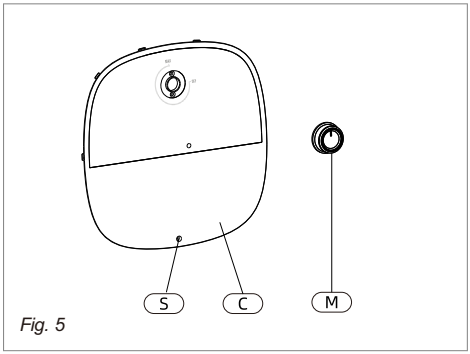

Fig. 5
La température de l'eau chaude est réglée en tournant le bouton M (Fig. 5) situé sur le couvercle avant. La plage de température est comprise entre 55 et 145 °F.
- Retirez le joint en caoutchouc qui recouvre la vis Phillips (Fig. 5, [S]), et dévissez la vis Phillips.
- Le couvercle (Fig. 5, [C]) peut maintenant être retiré en le faisant légèrement pivoter. Lors du remontage, procédez dans le sens inverse en veillant à insérer la languette du couvercle dans la fente.